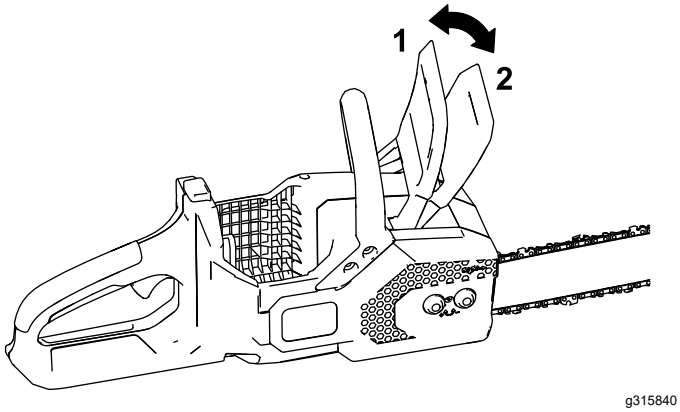

Figur 25
2. Aktivera kedjebromsen genom att föra den framåt till läget STOP (Figur 25).
4. Avaktivera kedjebromsen genom att föra den bakåt till läget OPERATING (Figur 25).
4. Kontrollera att kedjebromsen är i DRIFTLÄGET (Figur 25).